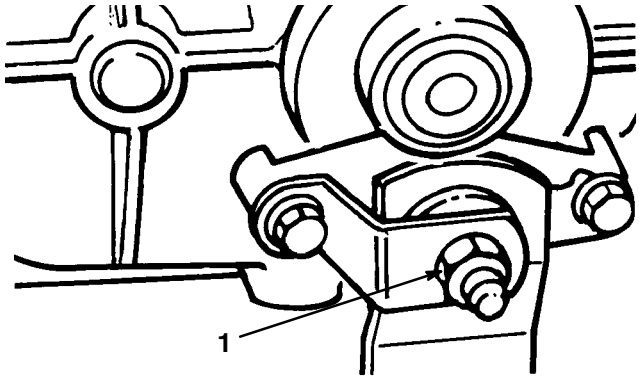

Figure 17
Si le frein de stationnement ne tient pas ou si la force de freinage n'est pas suffisante lorsqu'on actionne la pédale de frein, régler le frein à disque, du côté gauche de la boîte-pont (Fig. 17).
3. Serrer le contre-écrou d'environ 1/4 de tour dans le sens des aiguilles d'une montre (Fig. 17).